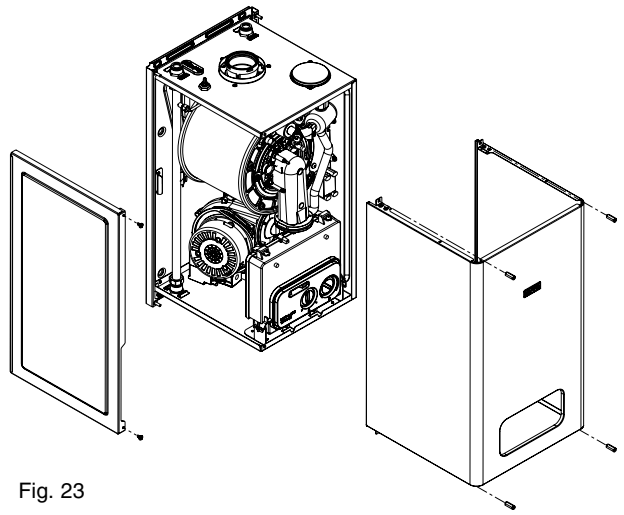

Fig. 23
6.4.1 AIR BOX SIDE COVER REMOVAL (fig. 23)